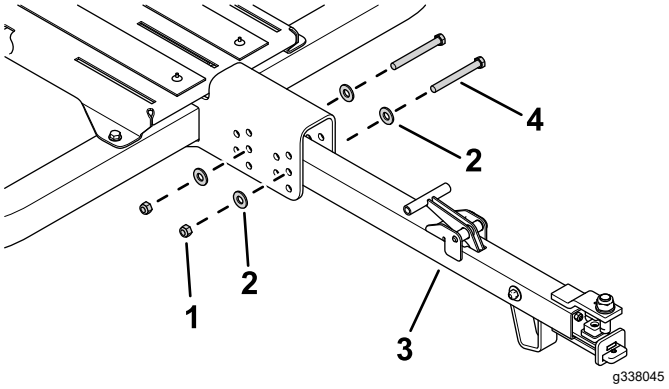

Figur 23
1. Använd två skruvar (7/16 tum), fyra brickor och två låsmuttrar för att fästa dragstången på huvudramen (Figur 23).